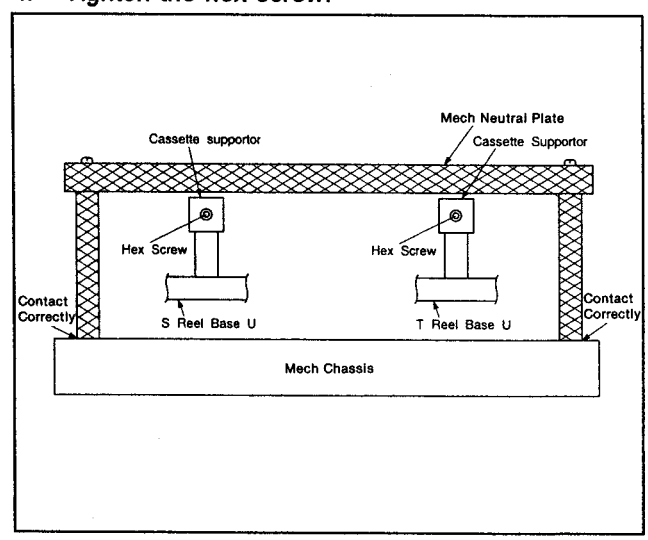

Fig. 6-4-5
2. Set the Mech Neutral Adjustment Plate on the reel table correctly as shown in Figure 6-4-5.